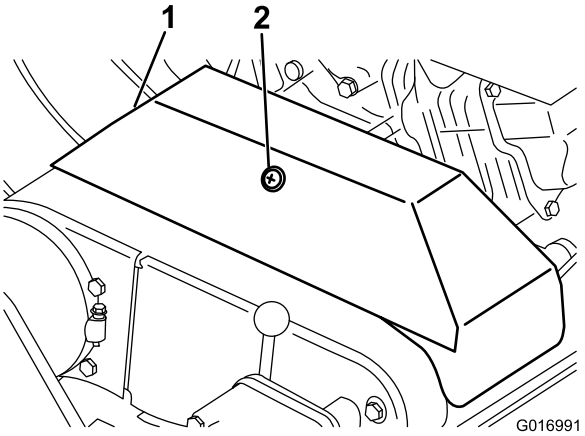

Figur 36
3. Lossa den hållare som håller fast kilremskåpan och öppna kåpan genom att vrida den (Figur 36).